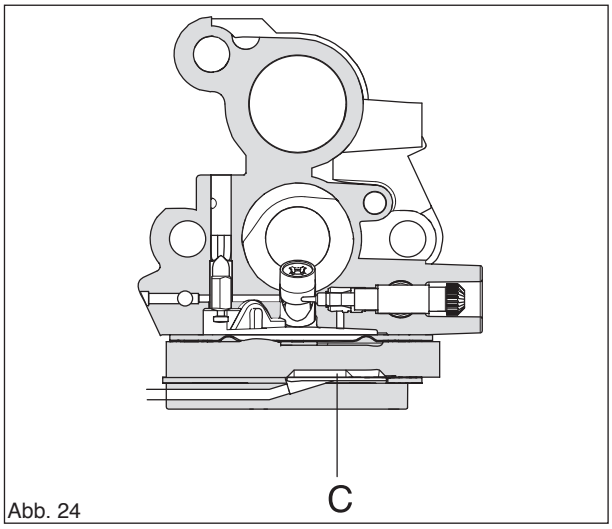

Abb. 24
In der Pumpeneinheit (C) wird Kraftstoff vom Tank zum Dosiersystem des Vergasers befördert. Die eine Seite der Pumpenmembran ist mit dem Kurbelgehäuse verbunden und pulsiert synchron zu Druckveränderungen im Kurbelgehäuse. Die andere Membranseite pumpt Kraftstoff. (Siehe Abb. 24.)